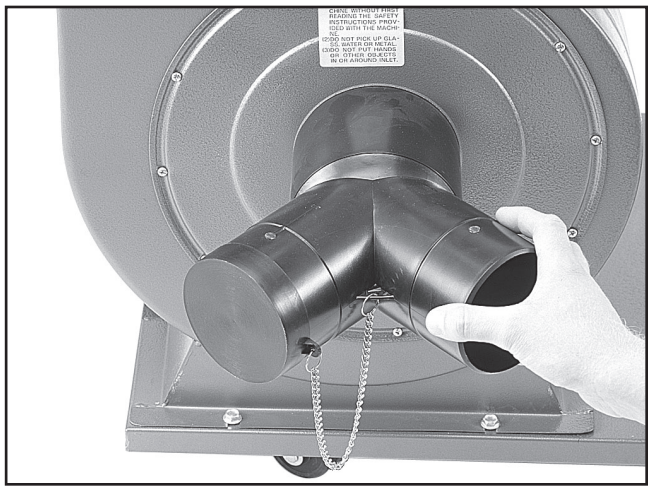

**Figure 12.** Installing "Y" inlet.
11. Press the “Y” inlet onto the inlet cover flange, as shown in **Figure 12.** The inlet is secured to the collector body by a press-on fit.